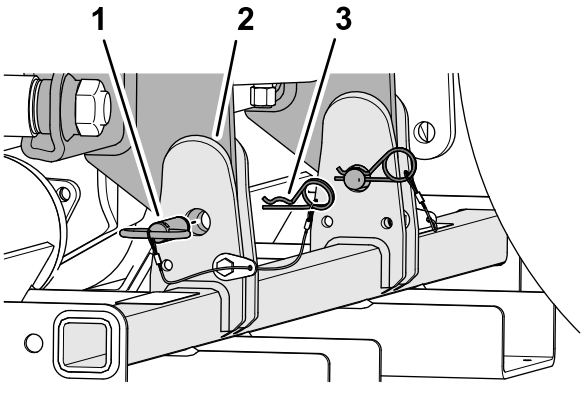

Figur 46
3. Fäst förvaringsstödet på maskinen med de två förvaringsstödstiften och de två hårnålssprintarna (Figur 46).